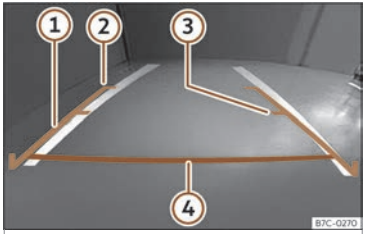

Fig. 189 Pantalla do sistema de Infotainment:liñas de orientación.
- **A carga do vehículo modifica a representación das liñas de orientación****››› fig. 189****. O ancho que representan estas, diminúe co nivel de carga. Preste atención ao contorno cando están cargados o interior ou o maleteiro.**
››› fig. 189